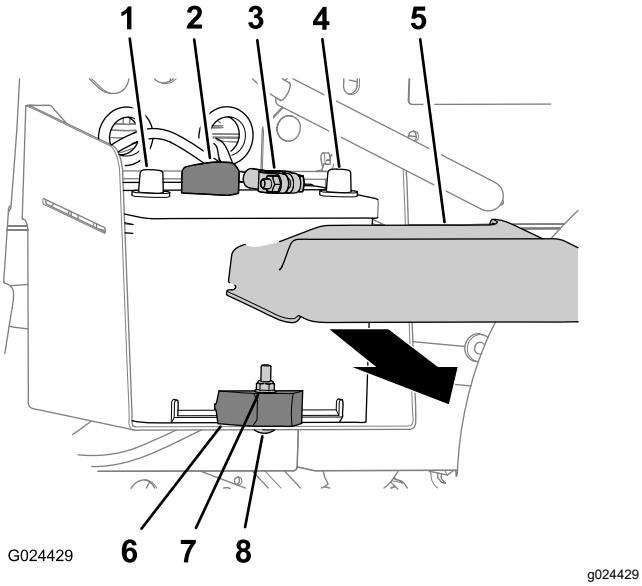

**Figuur 49**
1. Knijp de zijkanten van het accudeksel samen en neem het deksel van de bovenzijde van de accu (Figuur 49).
2. Koppel de minkabel los van de accupool (Figuur 49).
3. Koppel de pluskabel los van de accupool (Figuur 49).
2. Verwijder de borgmoer, slotbout en accuklem waarmee de accu vastzit aan de accubak (Figuur 49).
3. Verwijder de accu uit de accubak (Figuur 49).
1. Lijn de accu uit met de accubak van de machine (Figuur 49).
**Opmerking:** Zorg ervoor dat de plus- en minpool van de accu uitgelijnd zijn; zie Figuur 49.
2. Bevestig de accu met de accuklem, de slotbout en de borgmoer aan de accubak (Figuur 49).
1. Sluit de pluskabel aan op de accupool (Figuur 49).
2. Sluit de minkabel aan op de accupool (Figuur 49).
3. Plaats het accudeksel op de bovenkant van de accu (Figuur 49).